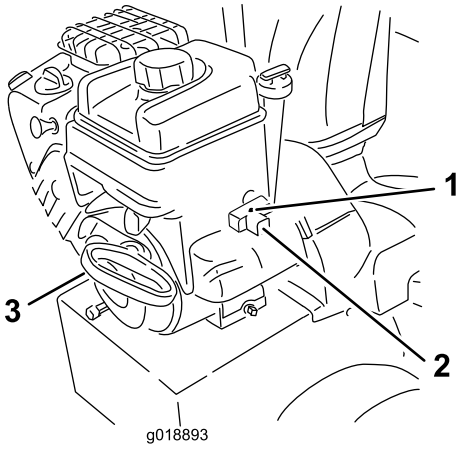

Figur 26
7. Start maskinen ved å dra i tilbakespolingsstarteren, eller trykke ned den elektriske startknappen (Figur 26).